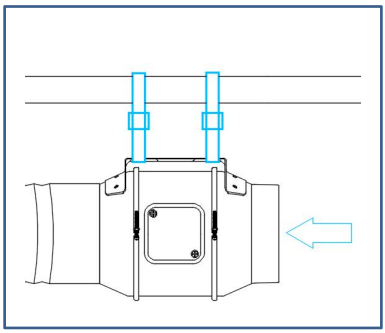

Fig.12
2、If installing with rope hangers (sold separately), loop the ropes around the flanges and tighten the rope to secure the fan.See the (Fig.12.)